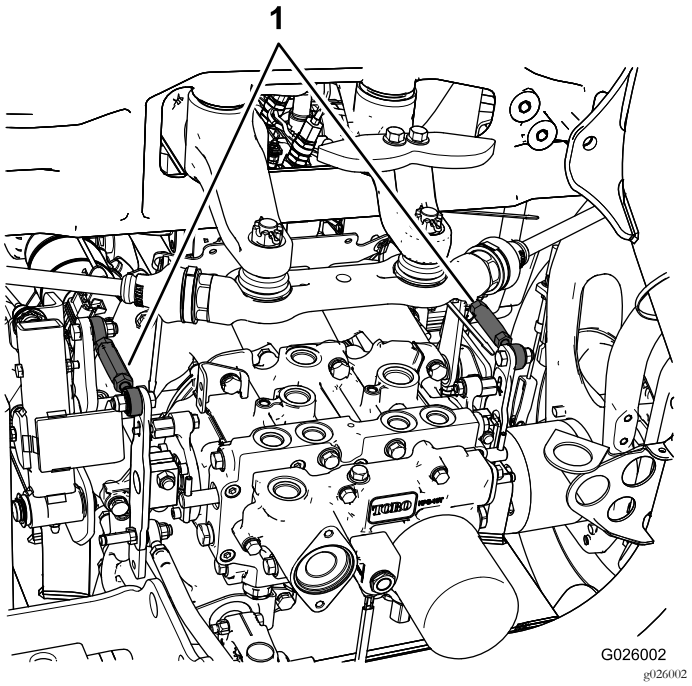

**Figure 9**
- Si la roue arrière gauche tourne, desserrez les écrous de blocage sur la tige de commande de transmission gauche (Figure 9).